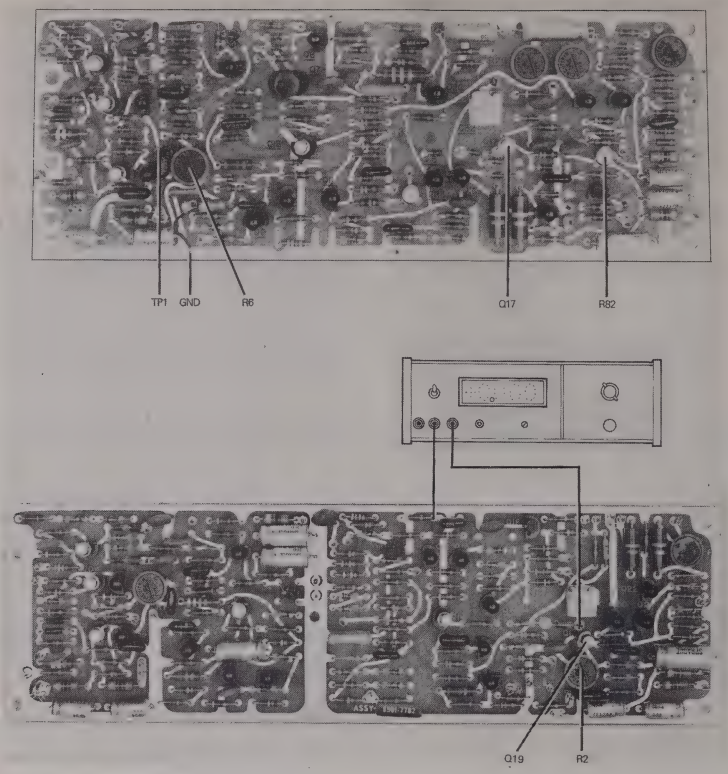

Figure 6-16. Horizontal Sweep and Trigger Adjustments
6-37. HORIZONTAL SWEEP AND TRIGGER ADJUSTMENTS. The horizontal sweep and trigger adjustments are shown in figures 6-16 and 5-23.
c. Connect voltmeter between case of A3A2Q19 and chassis ground. See figure 6-16.